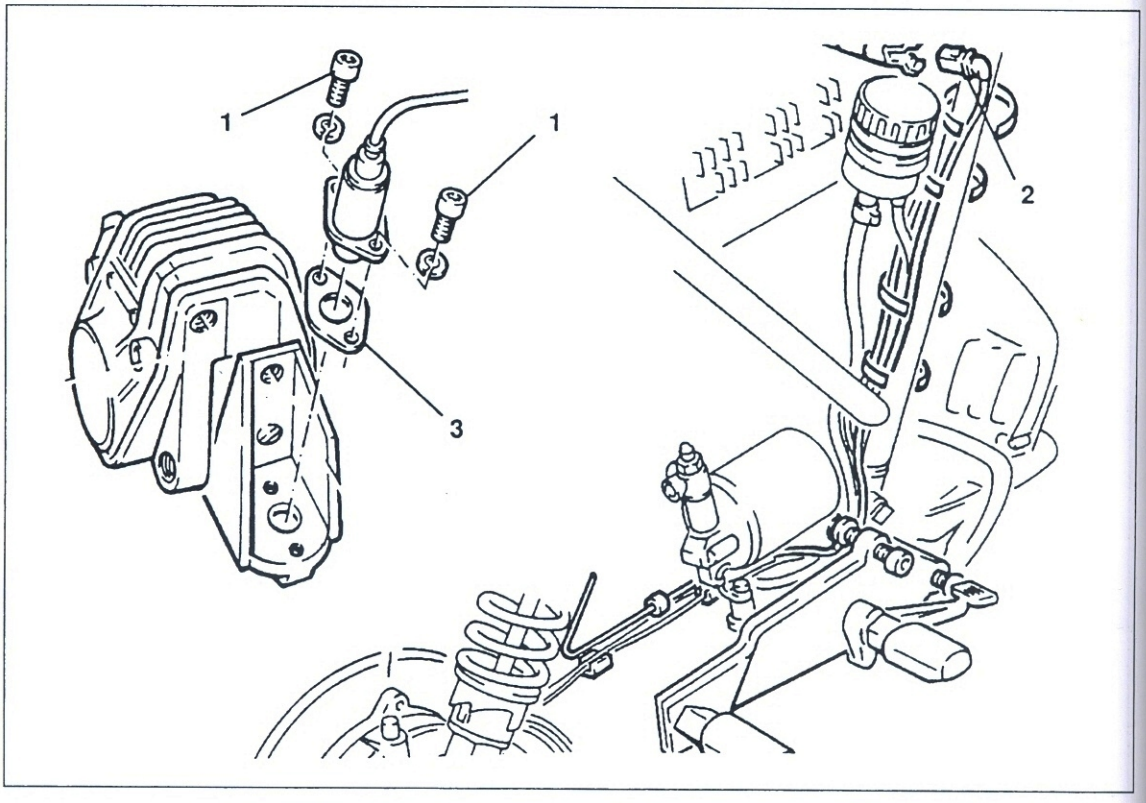

Bild 197
● Falls vorhanden, ABS-Sensor nach Ausdrehen der Befestigungsschrauben ① Bild 197 abnehmen. Stecker ② ausklinken und Kabel freilegen.